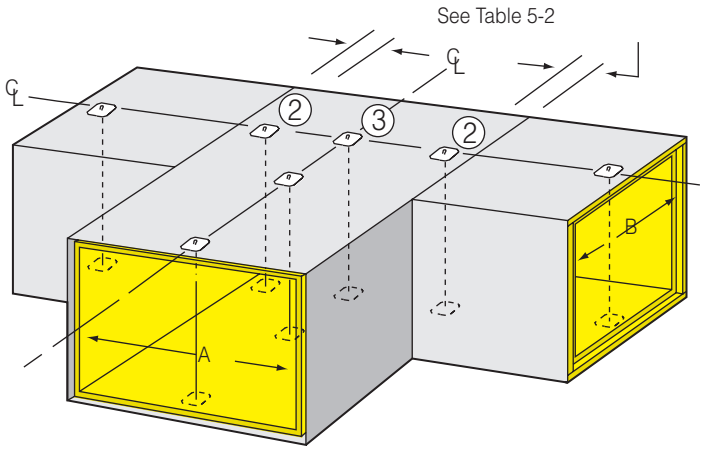

Fig. 5-18B. Tee reinforcement, normal tie rod locations.
If A is greater than the maximum unreinforced duct dimension and B is greater than half the maximum unreinforced duct dimension, install tie rods in trunk section per Table 5-2 from female shiplap joints (see ② Fig. 5-18B) and also along branch and trunk center lines spaced per ③ Fig. 5-18B.